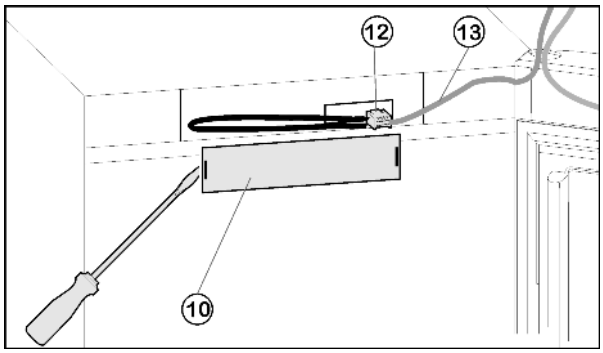

Fig. 4
▶ Снимите переднюю накладку *Fig. 4 (10)* с помощью плоской отвертки.
▶ Снимите контакт и извлеките разъём *Fig. 4 (12)*.
▶ Высвободите из направляющей серый кабель *Fig. 4 (13)*.
▶ Снова установите разъём *Fig. 4 (12)*.
▶ Снова установите крышку *Fig. 4 (10)*.